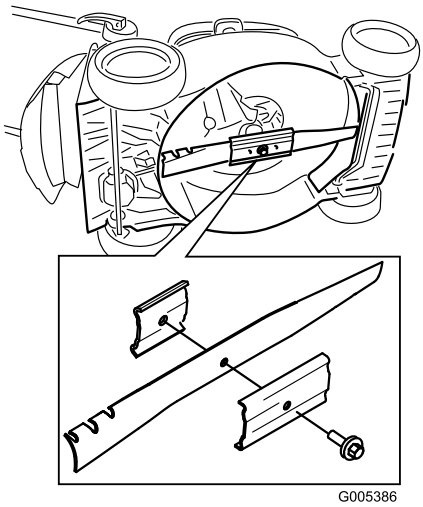

**Figur 31**
2. Tip plæneklipperen over på siden med luftfilteret opad (Figur 31).